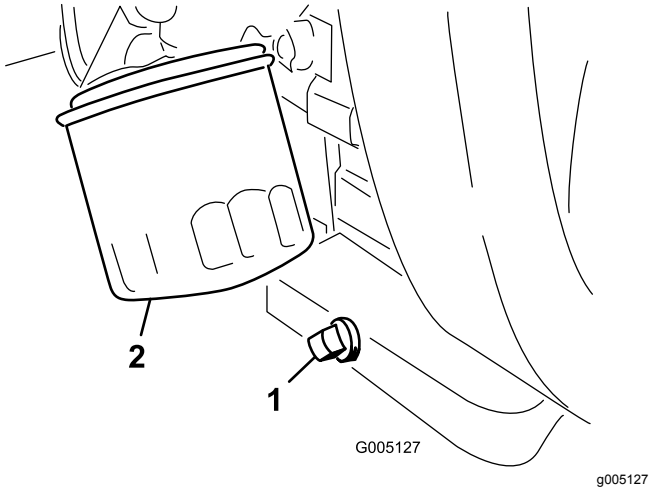

Figuur 46
1. Verwijder de aftapplug (Figuur 46) en laat de olie in een opvangbak lopen. Als er geen olie meer naar buiten stroomt, plaatst u de aftapplug terug.
2. Verwijder het oliefilter (Figuur 46). Smeer een dun laagje schone olie op de pakking van het filter.